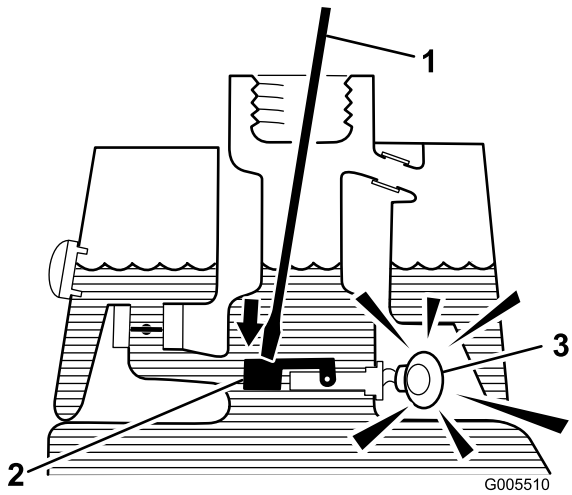

Figur 27
3. Sæt en ren stang eller skruetrækker ind i tankens studs, og tryk ned på svømmerkontakten (Figur 27). Alarmen bør lyde efter et sekunds forsinkelse.